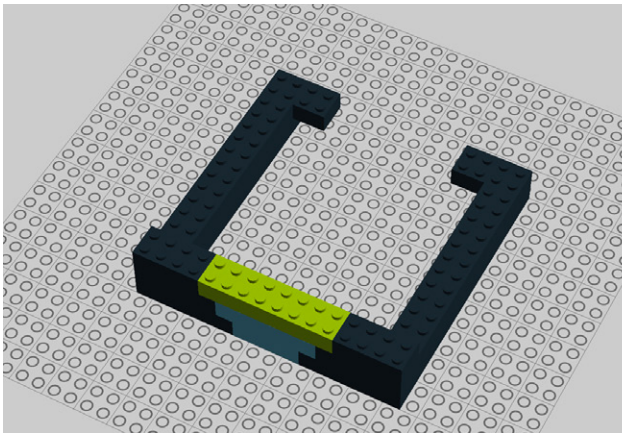

Figure 9-15. *Step 10: Adding two 2x2 and one 2x4 translucent bricks*
10. Add two 2x2 and one 2x4 translucent bricks (Figure 9-15).